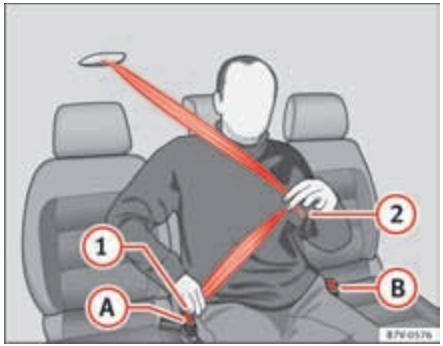

Fig. 12 Fasten the seat belt on the centre seat in the second row of seats.
- Use latch plate of the belt ⇒ fig. 12 (1) to pull the seat belt down. Do **not** twist the seat belt when doing so ⇒ ⚠.
- Engage the latch plate (1) in the buckle of the corresponding seat (A).
- Use the latch plate ⇒ fig. 12 (2) to pull the seat belt across your lap.
- Engage the latch plate (2) in the buckle of the corresponding seat (B).
- Press the red button on the buckle ⇒ fig. 12 (A). The latch plate is released from the buckle.
- Press the red button on the buckle ⇒ fig. 12 (B). The latch plate is released from the buckle.